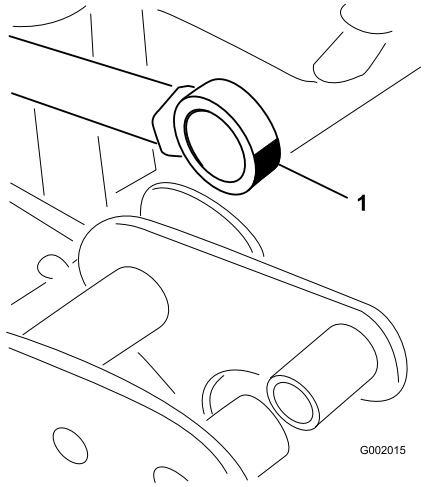

Figur 35
5. Manipuler lagerenden til aktuatorstangen og påfør fett i lageret (Figur 35). Tørk av overflødig fett.